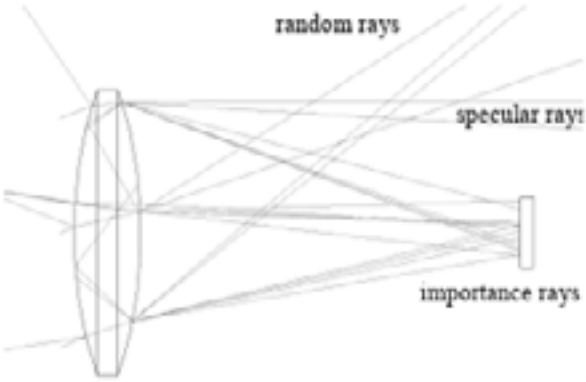

FIGURE 7.1 - Lens shows specular, scatter, and importance rays.
7.3 ページの図 7.1 は、2 番目のサーフェスから散乱するレンズの単純なケースにおけるインポータンスサンプリングを示しています。検出器に対応する 2 番目のオブジェクトが示されています。この場合、オフアクシスの視野位置からの光線は、すべての正反射光線が検出器を逃すように結像されます。一般的に、散乱は非散乱光線の正反射方向に近いほど強いため、ランダムに散乱した光線が検出器に当たる確率は非常に小さくなります。重要度ターゲットが適用されると、入射光線ごとに 1 つ以上の重要度光線が検出器に当たることを保証します。重要度光線のフラックスは立体角と散乱分布によってスケーリングされるため、最小限の実際の光線追跡で「現実的な」答えがシミュレートされます。